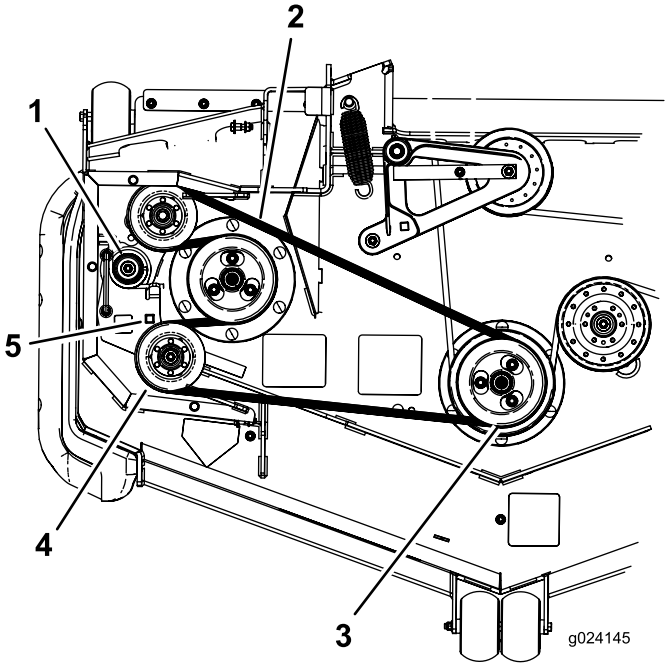

Figur 69
7. Bruk en skralle i det firkantede hullet i lederullarmen for å redusere spenningen på blindfjæren (Figur 69).